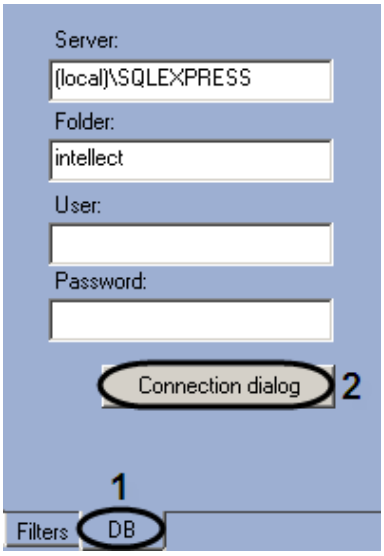

Figure 8.19-13 Going to the database server connection in an online mode
1. Go to the “DB” tab on the settings panel of the “Operator protocol” object (Figure 8.19-13, 1).
2. Click the “Connecting dialog” button (Figure 8.19-13, 2).